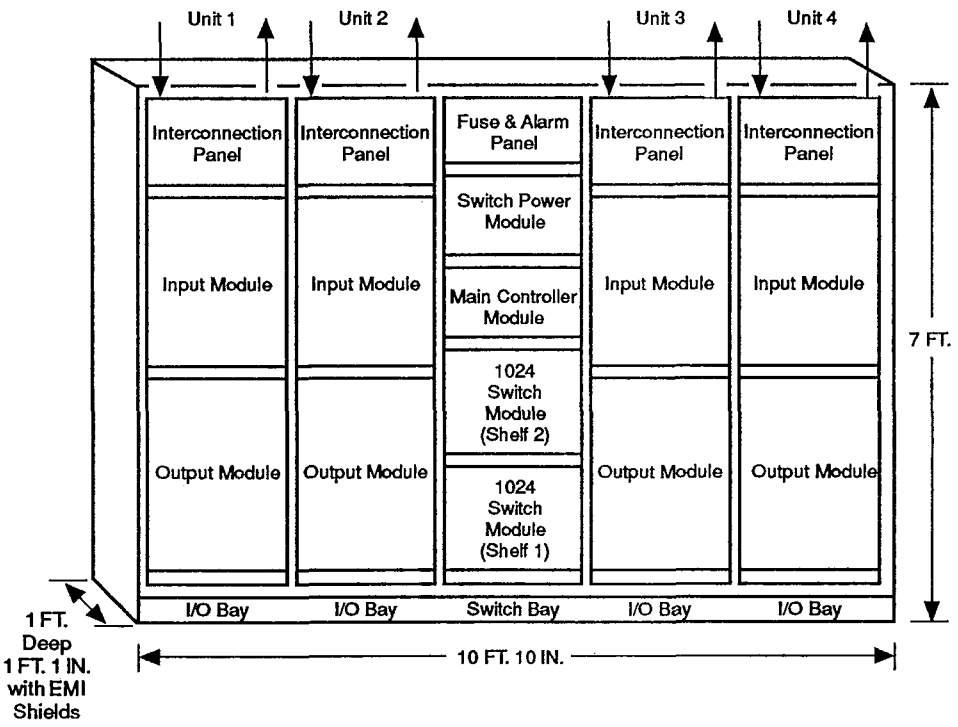
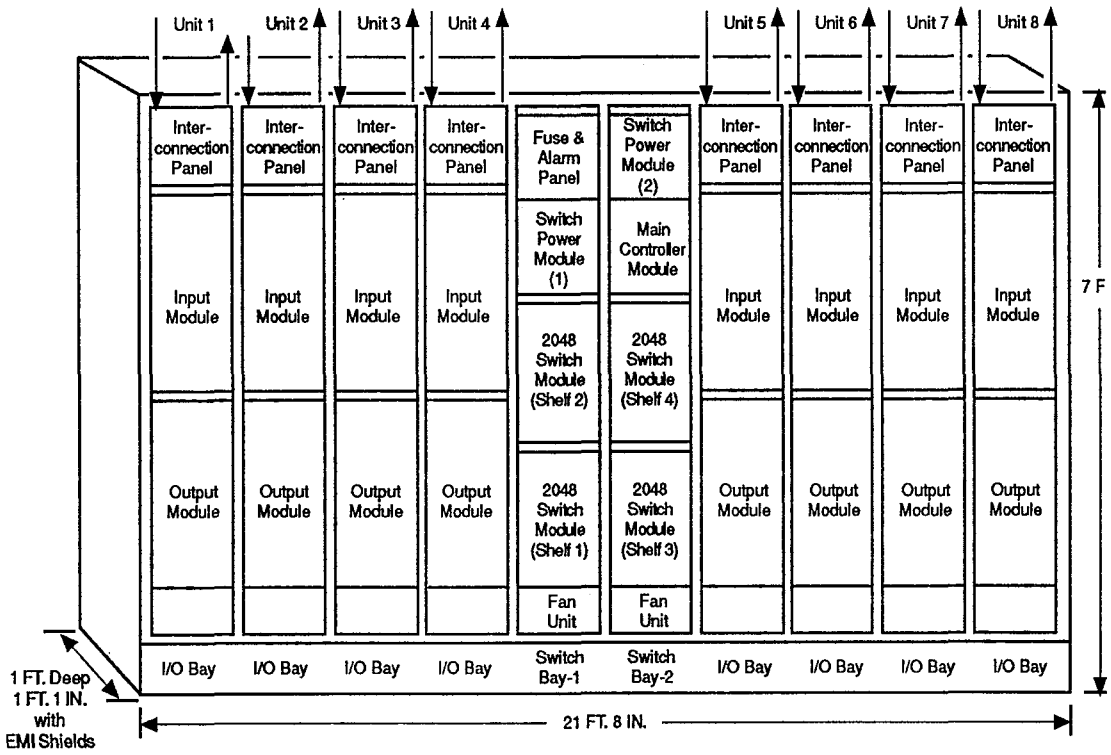

Figure 4-6. DACS III-2000 1024-size System—Unit Numbers
Figure 4-7. DACS III-2000 2048-size System—Unit Number
The seventh task of acceptance is to provision the input/output (I/O) bays. I/O bays are numbered 1 through 4 on a 1024-size system (see Figure 4-6); 1 through 8 on a DACS III-2000 system (see Figure 4-7).
1. Determine the unit number and the equipment type of the first unit that you want to provision. For unit numbering, see Figure 4-6 or 4-7 as appropriate for your system size.